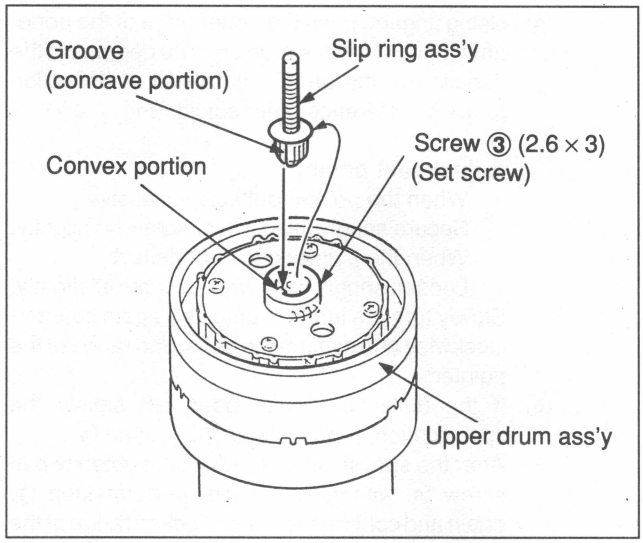

Fig. 7-2-9 Slip Ring Ass'y Installation
5. Slip Ring Ass'y Installation (Refer to Fig. 7-2-9.)